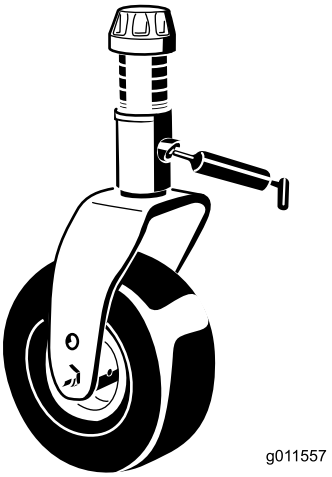

Figur 39
- 2 styrehjulsgaflers akselbøsninger (Figur 39)